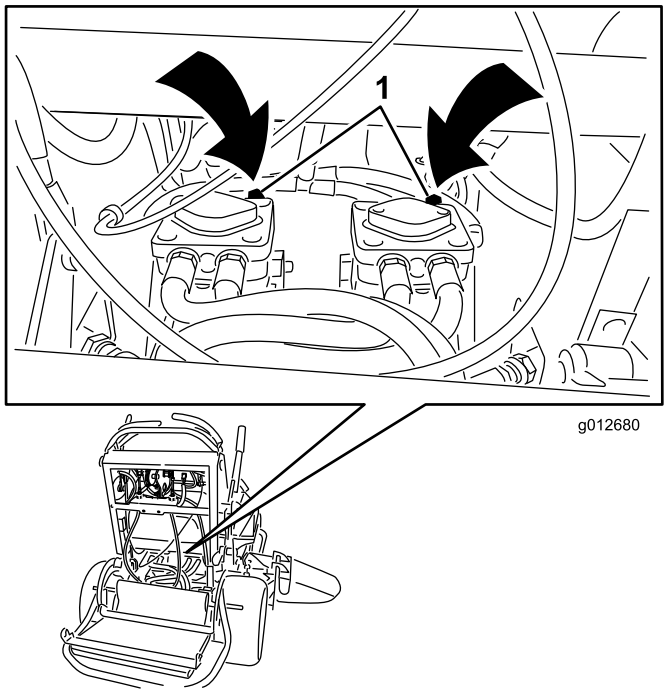

**Figur 25**
3. Åpne omløpsventilen på begge pumpene ved å vri dem mot klokken én til to ganger (Figur 25).